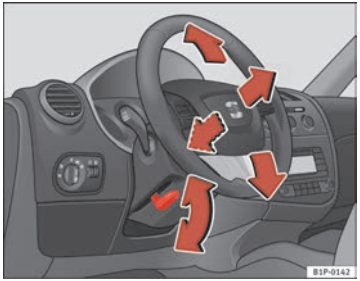

Fig. 115 Adjusting the steering wheel position
– Push the lever under the steering column ⇒ fig. 115 down ⇒ ⚠.